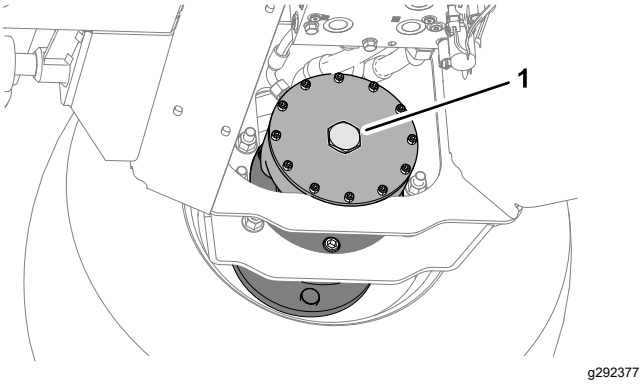

Figur 46
2. Sæt den sekskantede prop i motorens endeplade (Figur 46).
6. Gem de 2 bolte (12 x 40 mm) og 2 spændeskiver (12 mm), der befinder sig i platformens støtteskinner (Figur 46).